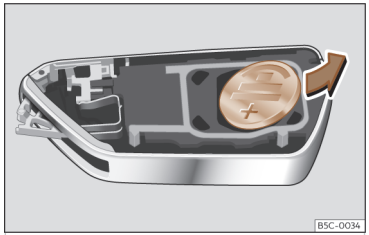

Abb. 67 Fahrzeugschlüssel: Batterie herausnehmen.
- Batterie mit einem geeigneten dünnen Gegenstand aus dem Batteriefach hebeln ››› **(Abb. 67)**.